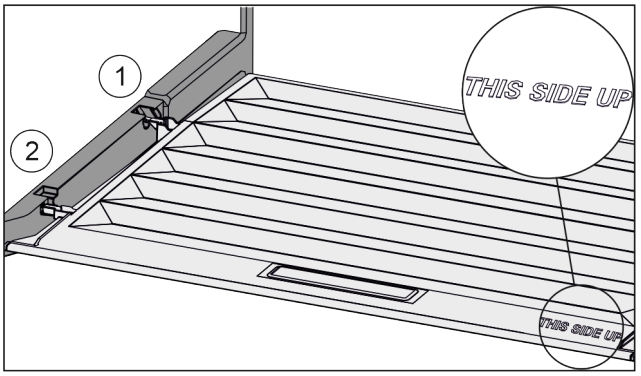

Fig. 143
▶ Insert the lip of the cover over the opening of the rear bracket *Fig. 143 (1)* and click into place *Fig. 143 (2)*.